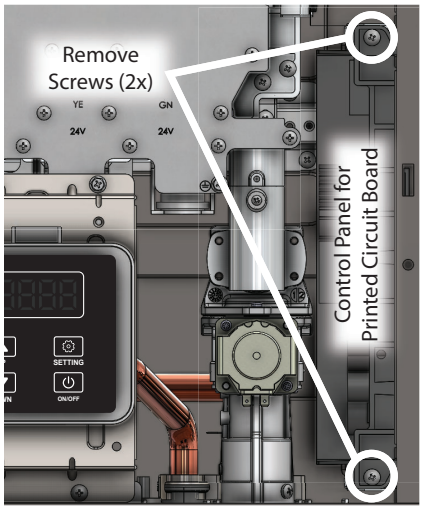

Figure 42 - Control Panel Location
4. Remove the two screws (top and bottom) securing the control panel to the Parent water heater. The control panel is located on the bottom right side of the water heater as shown in Figure 42.